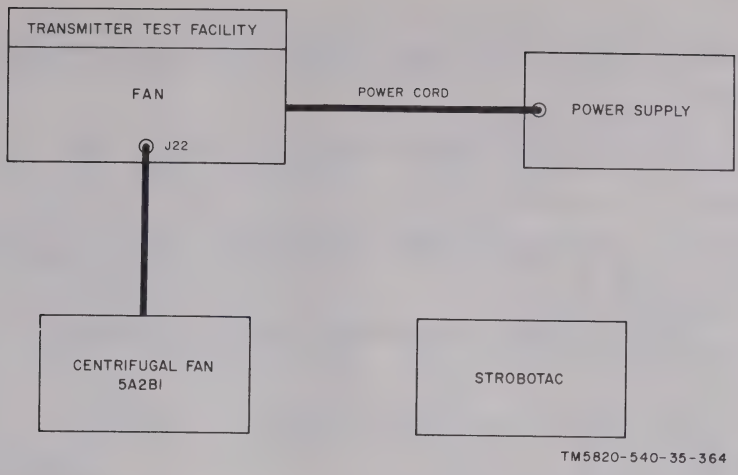

Figure 5-17. Centrifugal fan 5A2B1, test set-up.
a. Connect equipment as shown in figure 5-17.
(1) Torrington fans—10,000 rpm ± 250 rpm
(2) IMC fans —10,500 rpm + 250 rpm